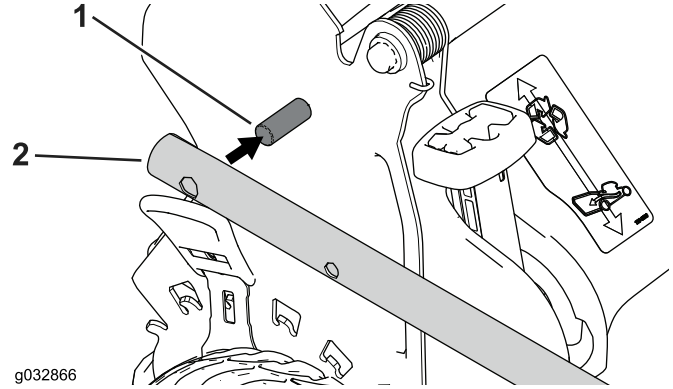

Figur 4
2. Monter håndtagsenderne på plæneklipperhuset, så stiften, der er monteret på hvert håndtagsbeslag, er i det nederste hul i den relevante håndtagsende (Figur 4).